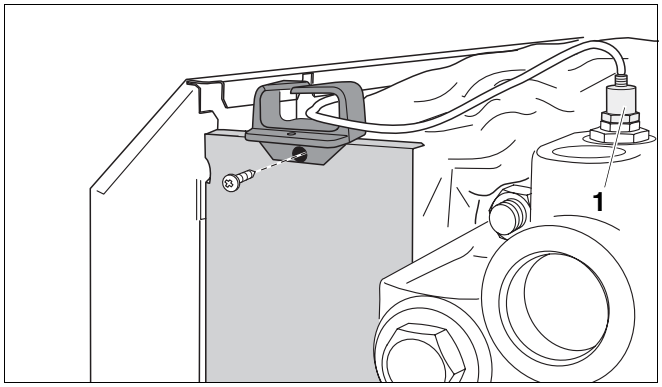

Afb. 48 Kabeldoorvoer monteren
- Schuif de rubberen flexibel over de voeler en plaats ze op de ketelvoelerleiding (➔ afb. 48).